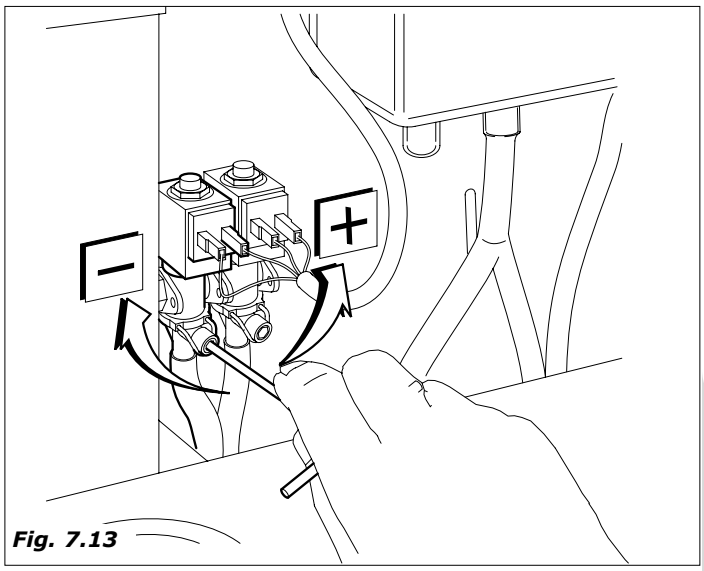

Fig. 7.13
– Para obter uma boa enxaguadura dos copinhos acionar eventualmente o parafuso de capacidade *(Fig.7.13)*.